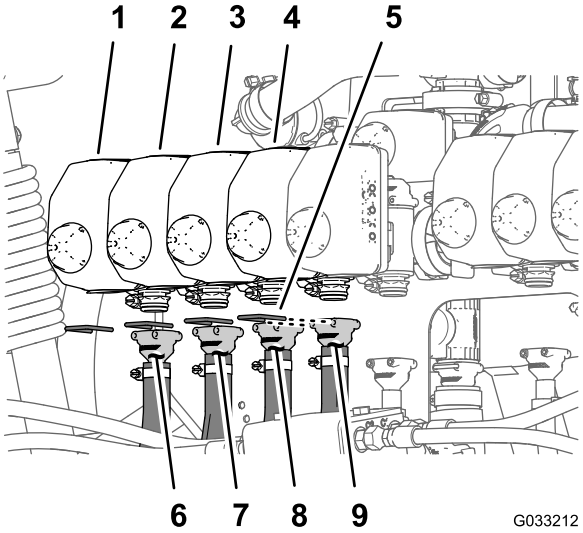
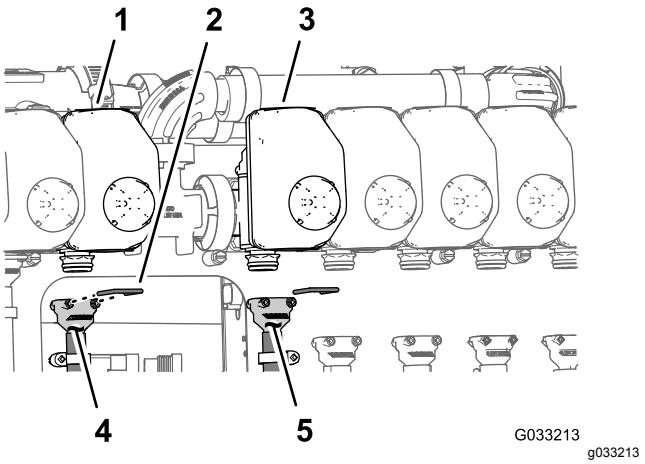
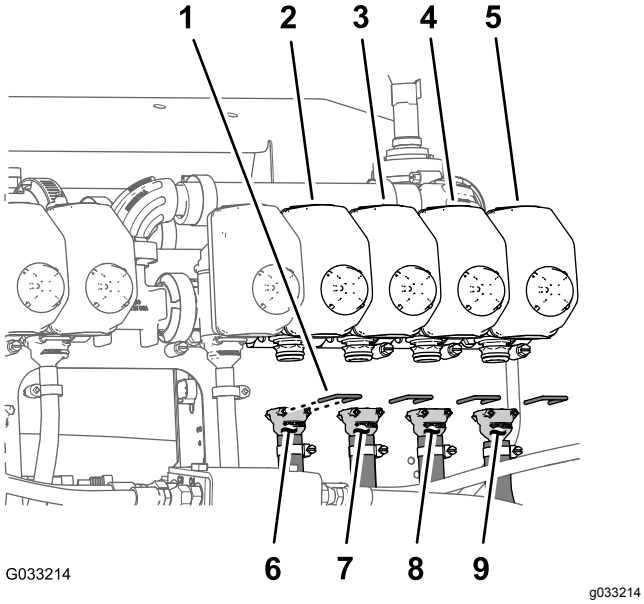

Figur 103
Figur 104
Figur 105
Obs: Du hittar munstycksventilens lägen i Figur 103 i Montera slangarna på munstycksventilerna 1 till 4 (sida 48), Figur 104 i Montera slangarna på munstycksventilerna 5 och 6 (sida 48) och Figur 105 i Montera slangarna på munstycksventilerna 7 till 10 (sida 49).
1. Montera den raka hullingförsedda kopplingen på tillförselslangen (279 cm) på kopplingen till munstycksventil 1 (Figur 103).
2. Sätt fast den hullingförsedda kopplingen med en hållare (Figur 103).
3. Montera den raka hullingförsedda kopplingen på tillförselslangen (234 cm) på kopplingen till munstycksventil 2 (Figur 103).
4. Sätt fast den hullingförsedda kopplingen med en hållare (Figur 103).
5. Montera den raka hullingförsedda kopplingen på tillförselslangen (188 cm) på kopplingen till munstycksventil 3 (Figur 103).
6. Sätt fast den hullingförsedda kopplingen med en hållare (Figur 103).
7. Montera den raka hullingförsedda kopplingen på tillförselslangen (188 cm) på kopplingen till munstycksventil 4 (Figur 103).
8. Sätt fast den hullingförsedda kopplingen med en hållare (Figur 103).
1. Montera den raka hullingförsedda kopplingen på tillförselslangen (81 cm) på kopplingen till munstycksventil 5 (Figur 104).
2. Sätt fast den hullingförsedda kopplingen med en hållare (Figur 104).
3. Montera den raka hullingförsedda kopplingen på tillförselslangen (81 cm) på kopplingen till munstycksventil 6 (Figur 104).
4. Sätt fast den hullingförsedda kopplingen med en hållare (Figur 104).
1. Montera den raka hullingförsedda kopplingen på tillförselslangen (188 cm) på kopplingen till munstycksventil 7 (Figur 105).
2. Sätt fast den hullingförsedda kopplingen med en hållare (Figur 105).
3. Montera den raka hullingförsedda kopplingen på tillförselslangen (188 cm) på kopplingen till munstycksventil 8 (Figur 105).
4. Sätt fast den hullingförsedda kopplingen med en hållare (Figur 105).
5. Montera den raka hullingförsedda kopplingen på tillförselslangen (234 cm) på kopplingen till munstycksventil 9 (Figur 105).
6. Sätt fast den hullingförsedda kopplingen med en hållare (Figur 105).
7. Montera den raka hullingförsedda kopplingen på tillförselslangen (279 cm) på kopplingen till munstycksventil 10 (Figur 105).
8. Sätt fast den hullingförsedda kopplingen med en hållare (Figur 105).